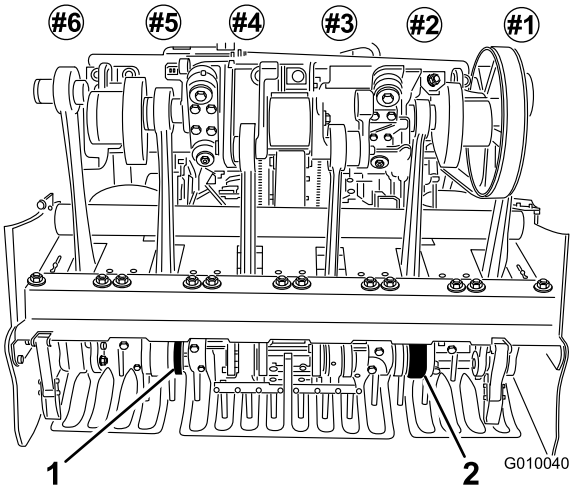

Figuur 25
5. Monteer de tanden in de houders 2 en 5 (Figuur 25). Draai de bouten vast.